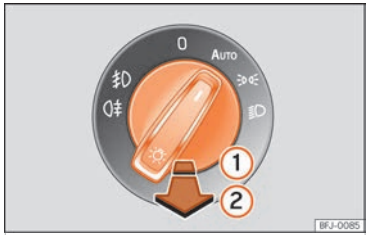

Fig. 72 Tauler d'instruments: comandament dels llums.
- **Encendre els fars antiboira ⚠:** estireu el commutador del llums fins al primer encast ››› fig. 72 ①.
- **Encendre llum posterior antiboira ⚠:** estireu el commutador dels llums per complet ②.